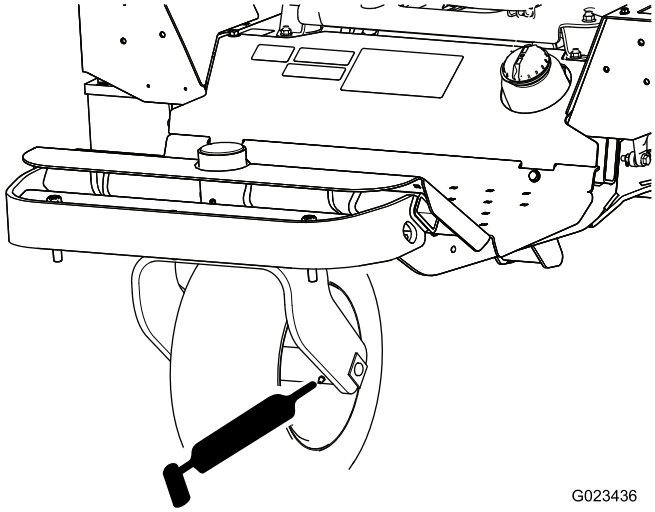

Rysunek 34
- Łożysko koła przedniego (1) — Rysunek 34